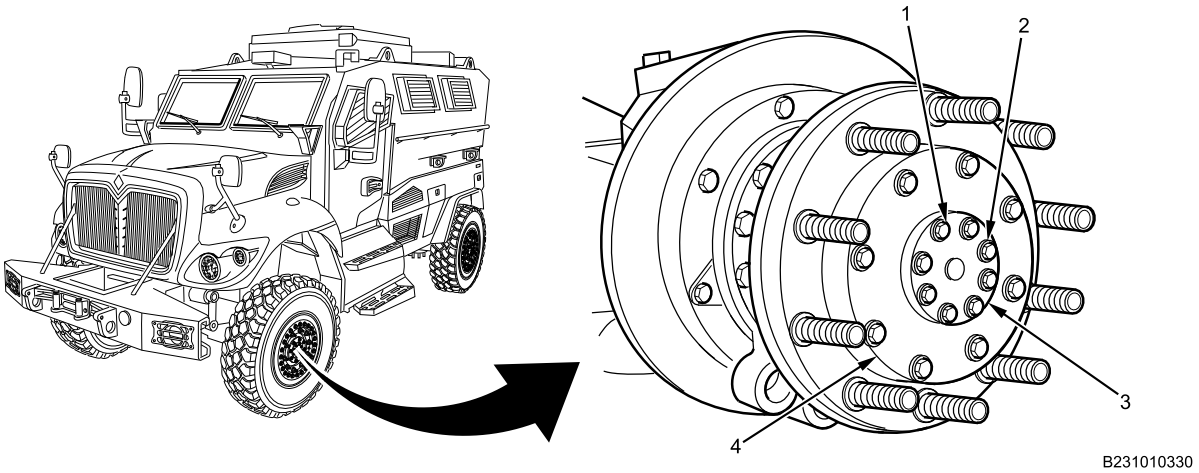

Figure 1. Hubcap Removal. Brake Shoes and Hardware Removed for Clarity.
1. Remove eight bolts (Figure 1, Item 1) and washers (Figure 1, Item 2) from hubcap (Figure 1, Item 3).
2. Remove hubcap (Figure 1, Item 3) from drive flange (Figure 1, Item 4).